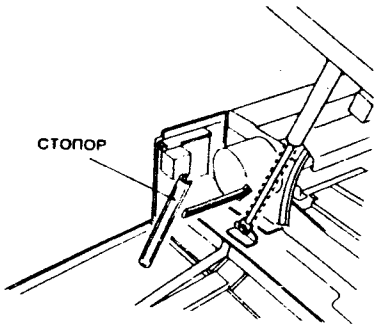

Рис. 1
3) (Рис. 1): Установите стопор на переднюю пневматическую пружину.